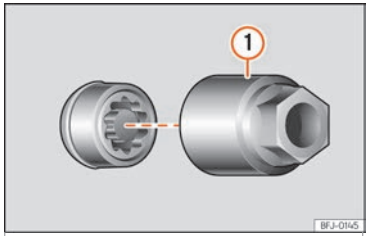

Fig. 35 Anti-theft wheel bolt with cap and adapter.
- Insert the special adapter ››› **Fig. 35** ① (vehicle tools ››› **page 40**) onto the anti-theft wheel bolt and push it on as far as it will go.